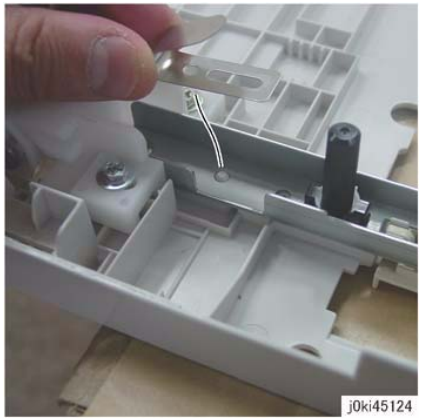

Figure 4 Ground Plate Alignment
3. Align the Ground Plate to the positioning boss. (Figure 4)